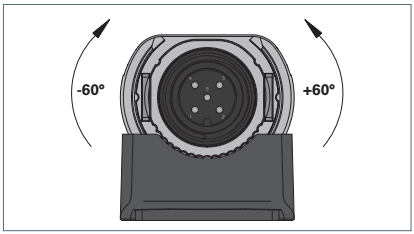

Fig. 6: Orientare l'apparecchio tra -60° e +60°.
▶ Ruotare l'apparecchio in un angolo compreso tra -60° e +60°, vedi Fig. 6.